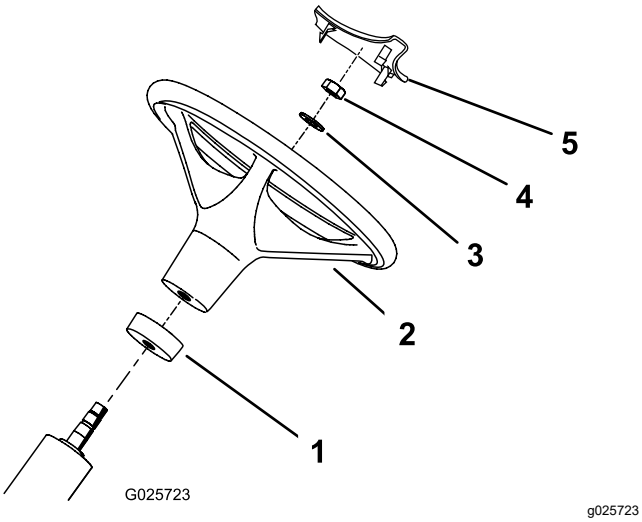

Figur 3
2. Trä på skumstoppringen med den smala änden först på styraxeln (Figur 3).
3. Trä på ratten på styraxeln (Figur 3).
4. Fäst ratten vid styraxeln med en bricka och en låsmutter (Figur 3).
6. Tryck fast rattskyddet på ratten (Figur 3).